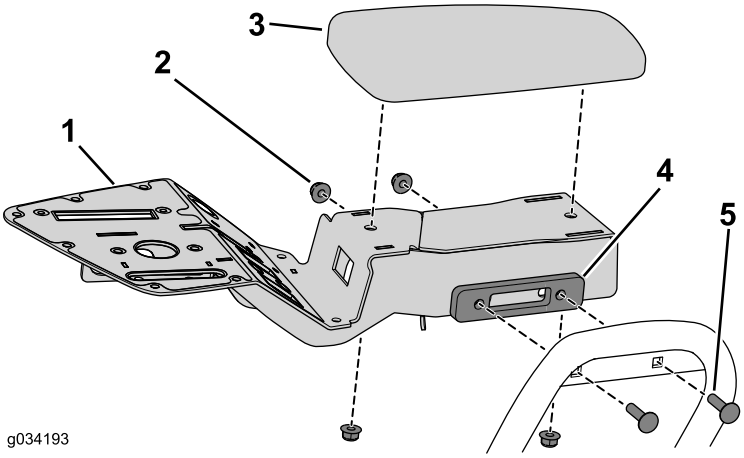

Figure 16
2. Utilisez les 2 boulons de carrosserie et écrous à embase que vous avez retirés précédemment du support de la console (Figure 16).
3. Fixez l'accoudoir à la console à l'aide des 2 écrous à embase que vous avez retirés précédemment (Figure 16).